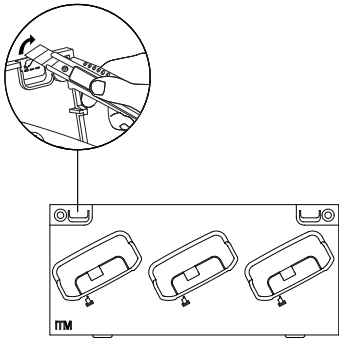

図 11: 充電ポケットの分割可能プレートを壊すか切り取る
2. 充電ポケットの分割可能プレートを壊すか切り取り、プログラミングケーブルを送り出します (図 11 を参照してください)。